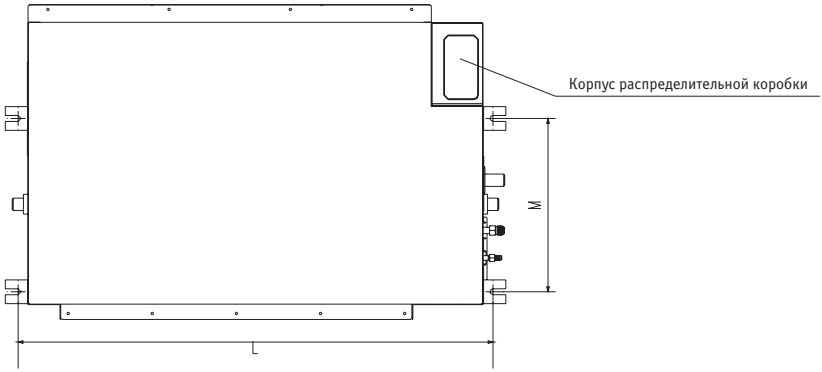

Рис. 40
- При разметке мест под монтажные болты руководствуйтесь рис. 40.